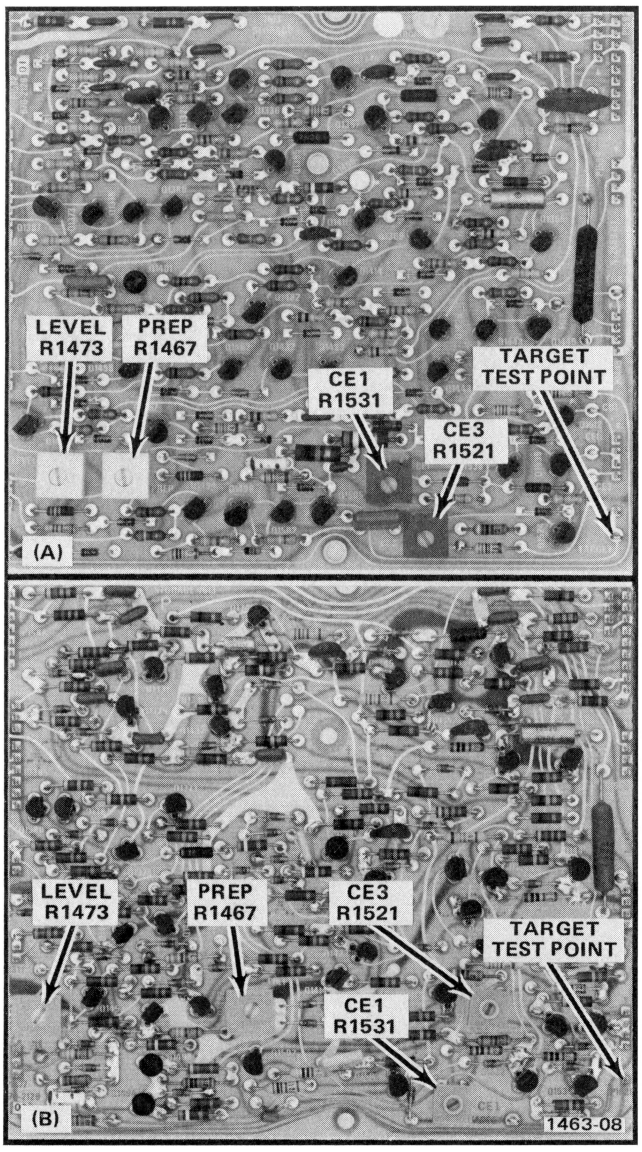
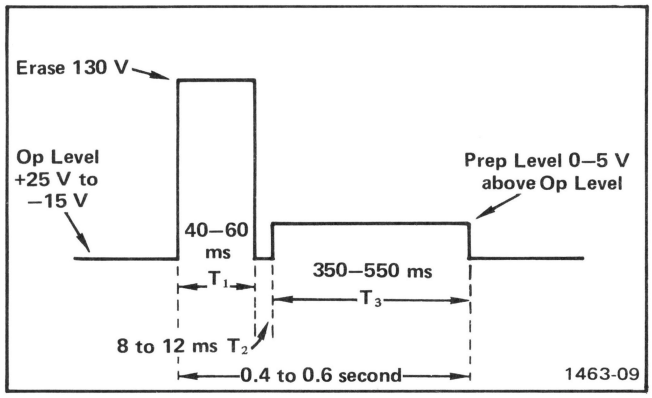

Fig. 2-8. Location of storage system adjustments on Storage board (SN B322545-above (A); SN B322544-below (B).
Fig. 2-9. Typical Erase waveform applied to the storage target backplate.
f. Move the 10X probe from the Z Axis test point to the Target test point on the storage board. See Fig. 2-8 for test point location.
i. Adjust—Level Preset, R1473, until the trace on the test oscilloscope coincides with the zero volt reference level. See Fig. 2-8 for adjustment location.
j. Adjust—Prep, R1467, while holding the ERASE button in until the display on the test oscilloscope coincides with the zero volt reference level. (R1467 sets the voltage level of the T3 portion of the erase pulse. Disregard T1 and T2 portions when making the adjustment. See Fig. 2-9). See Fig. 2-8 for adjustment location.
n. Adjust—CE1, R1531, and CE3, R1521, for the most uniform background luminance after an erase cycle. See Fig. 2-8 for adjustment location.
v. Check—press ERASE button and check for proper pulse display on the test oscilloscope display. See Fig. 2-9 for erase pulse display.